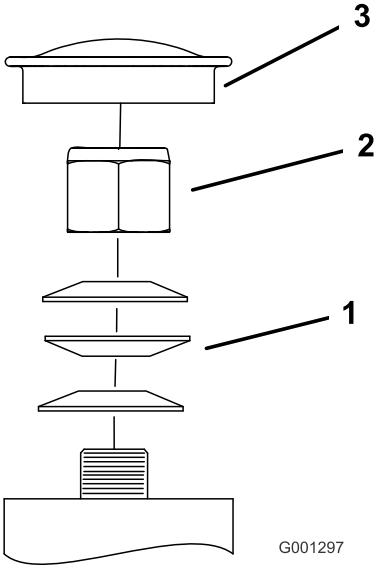

**Figur 59**
3. Fjern støvhetten fra styringen og trekk til låsemutteren (Figur 59).
4. Trekk til låsemutteren inntil fjærskivene er flate, og gå deretter tilbake 1/4 omdreining for å stille forhåndsbelastningen på lagrene korrekt (Figur 59).
**Viktig: Påse at fjærskivene er montert korrekt slik det vises i Figur 59.**
5. Sett på støvhetten (Figur 59).